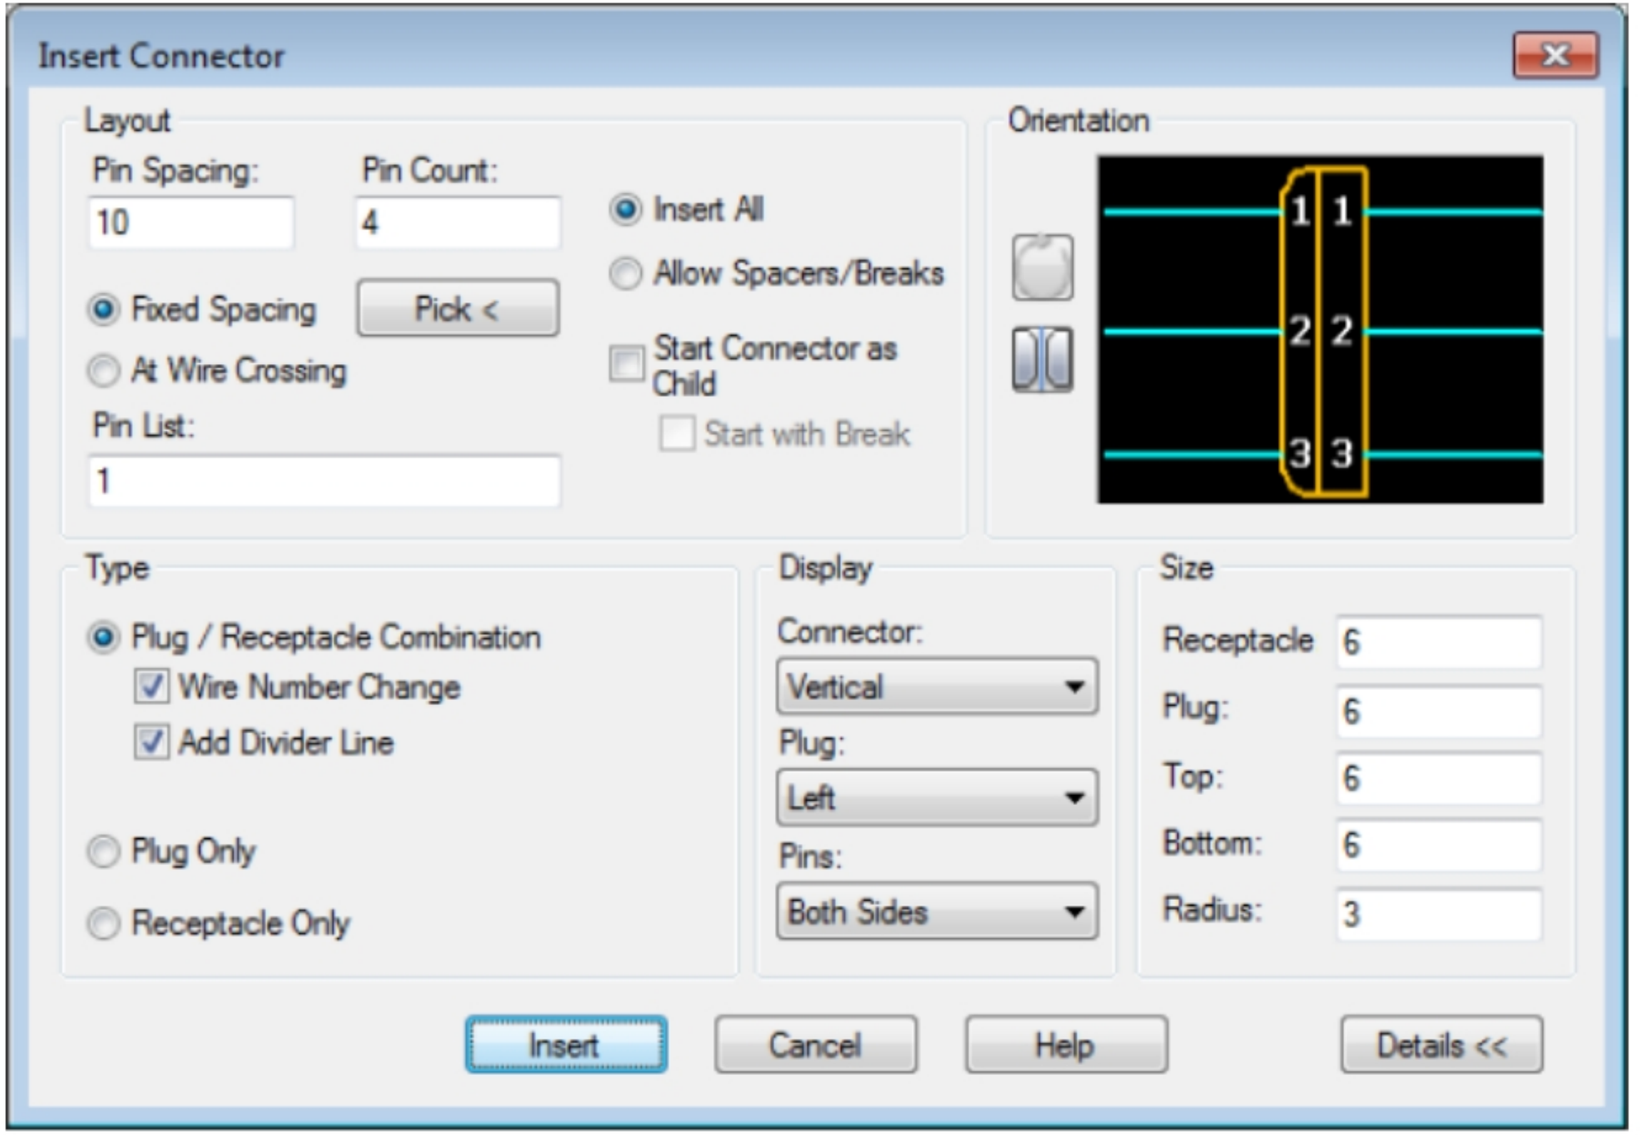

Figure-32. Insert Connector dialog box
- Click on the **Insert Connector** tool from the **Insert Connectors** drop-down in the **Insert Components** panel. The **Insert Connector** dialog box will be displayed as shown in Figure-32.